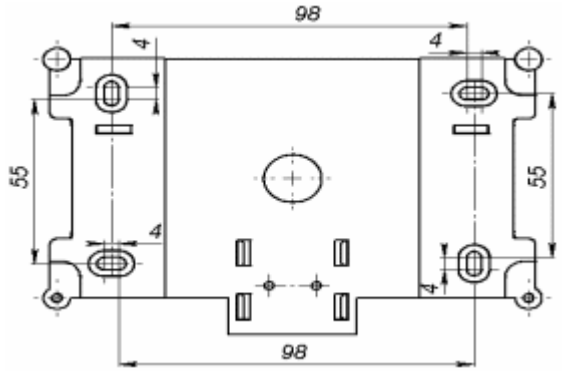

Рисунок 15 – Габаритные размеры переходной планки
- прибор крепится на переходную планку, которая предварительно крепится к стене (рисунок 15);